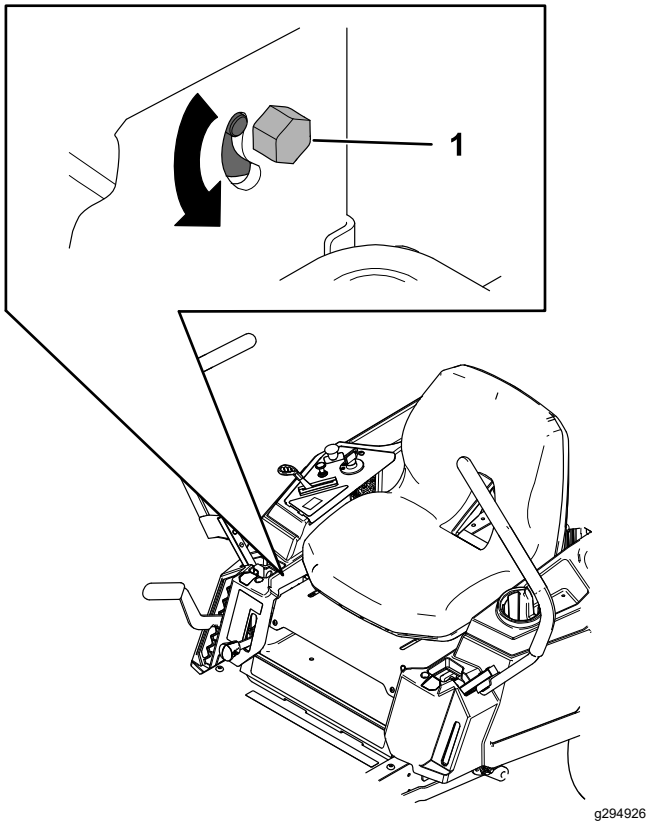

Figur 54
3. Leta reda på skruven för spårningsjustering i närheten av rörelsereglagespaken på den sida som behöver justeras (Figur 54).